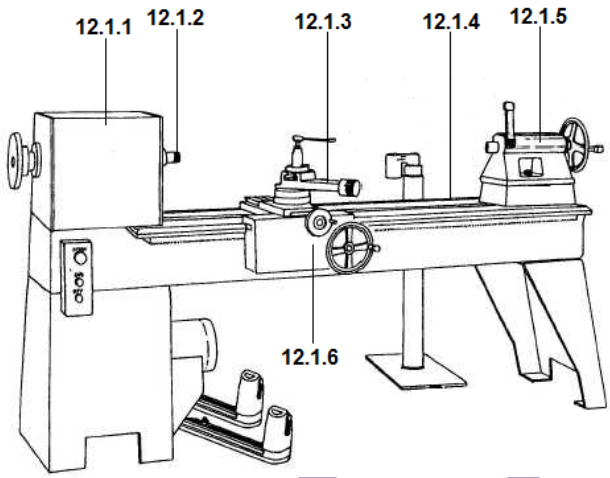

FIGURE 4
Identify the lathe parts (components) in FIGURE 4 and list them from 12.1.1 - 12.1.6 in your answer book. (6)
12.2 Explain the functions of the following lathe components in Figure 4 above: